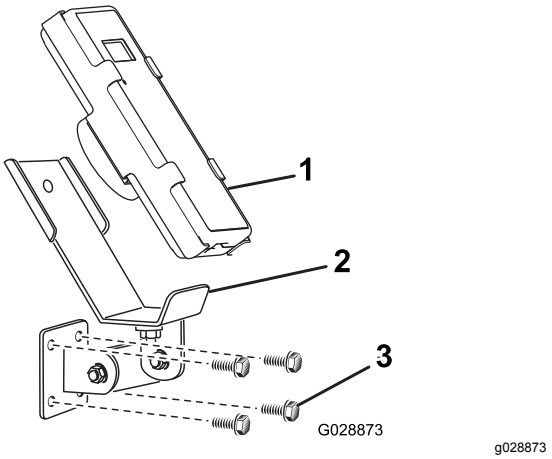
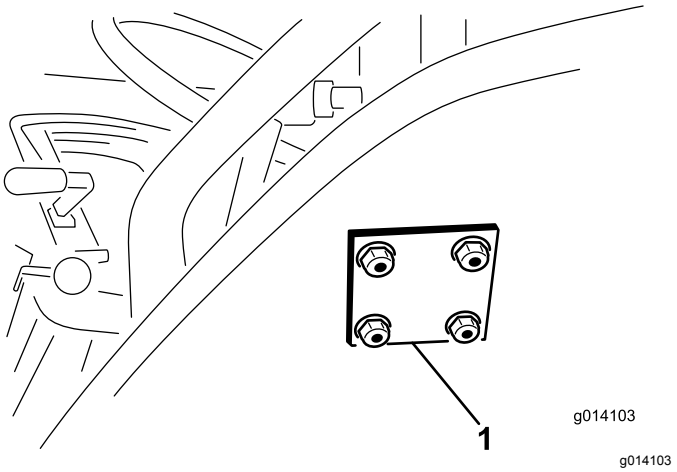

Figuur 14
Figuur 15
3. Bevestig de montagebeugel en de steunplaat met vier flenskopbouten (5/16" x 1½") en flensborgmoeren (Figuur 14 en Figuur 15).